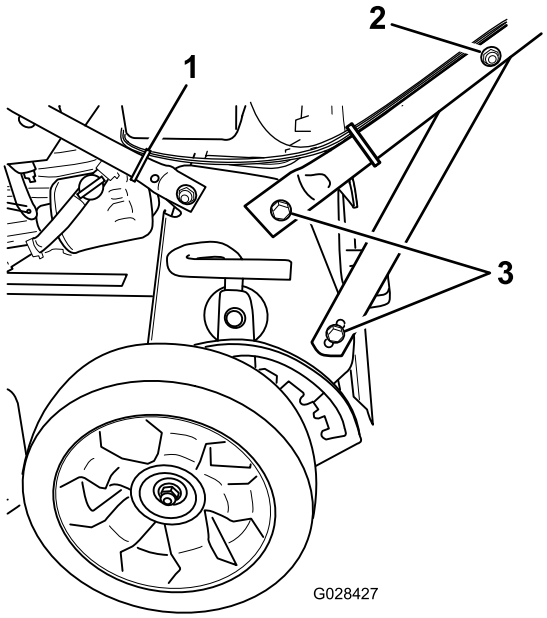

Figur 5
4. Tilspænd fastgørelsesanordningerne, der støtter håndtaget på begge sider af maskinen, som vist i Figur 5.
2. Møtrik på håndtagets støttebeslag (2)
3. Bolt (4)
5. Monter et kabelbånd for at fastgøre kablerne til det nederste håndtag på placeringen, der er vist i Figur 5, og klip det overskydende materiale af kabelbåndet.